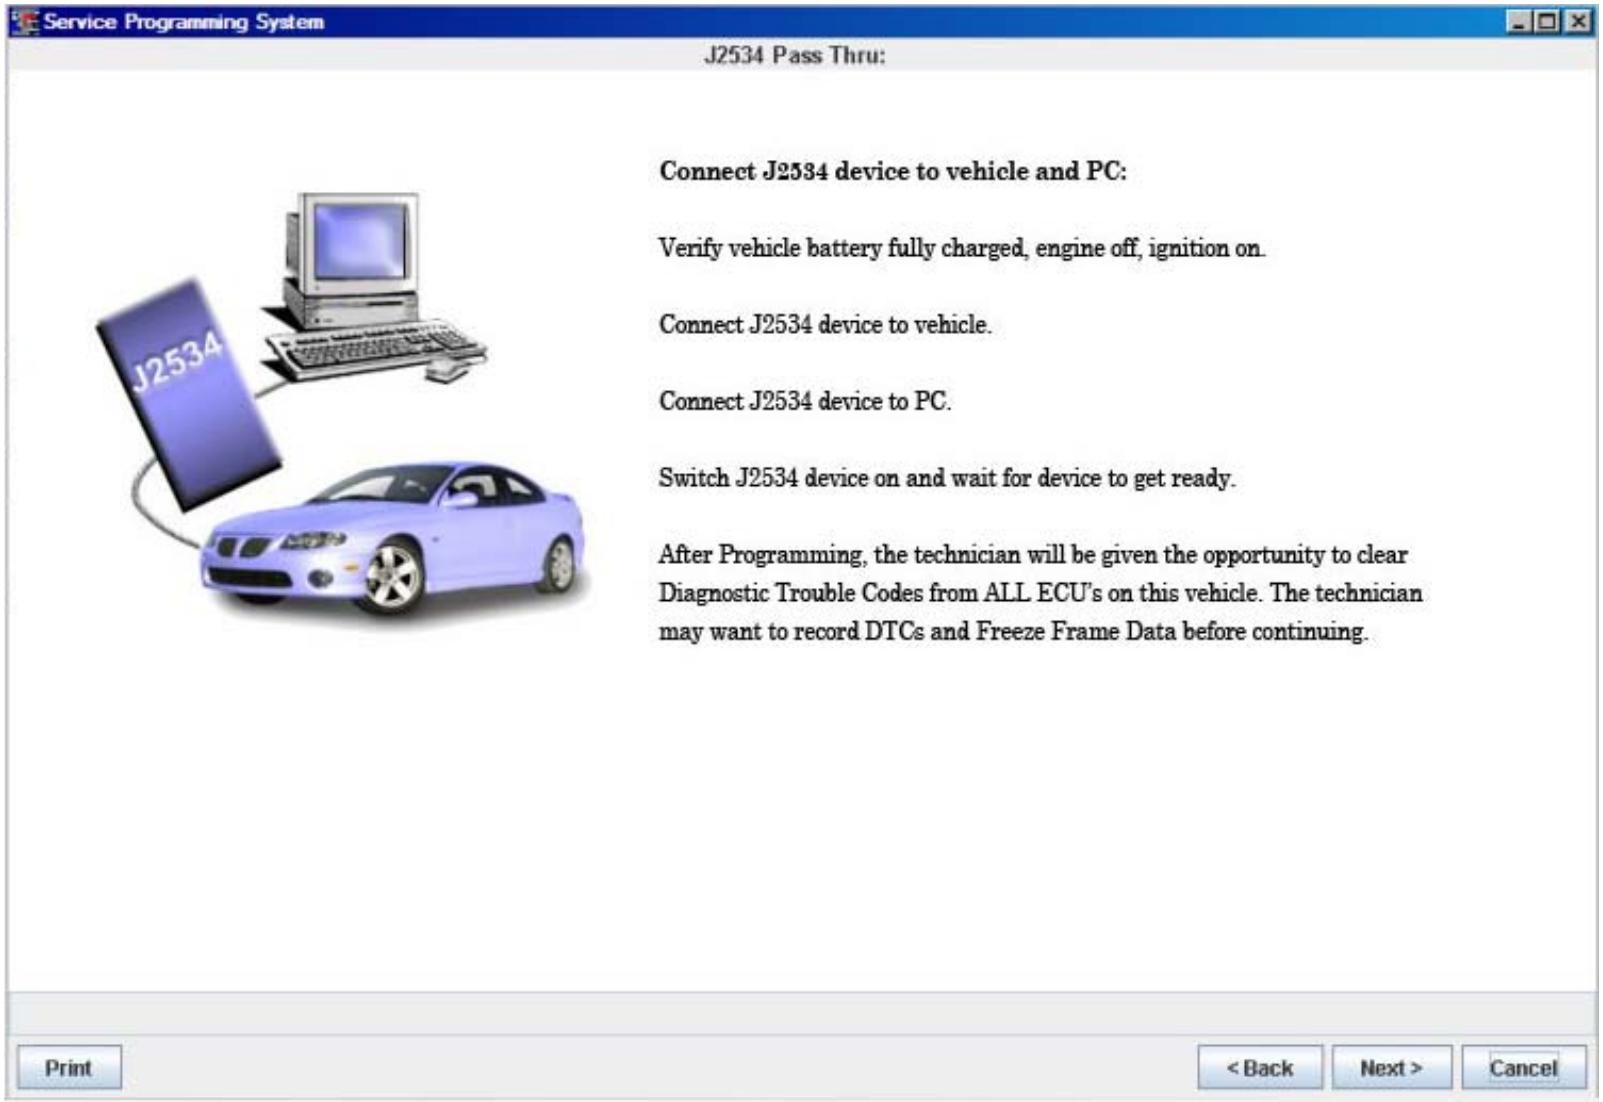

FIGURE IV-7.
- Select “Start SPS” (Figure IV-7).